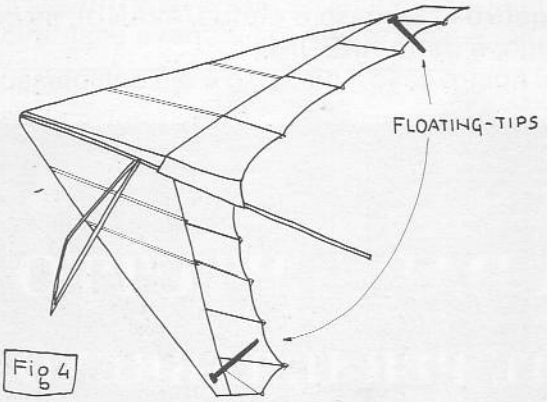

Fig 4
b) **FLOATTINGS-TIPS:** sono dei semplici tubi di piccolo diametro che si trovano alle estremità del bordo di attacco come visibile in fig. 4.